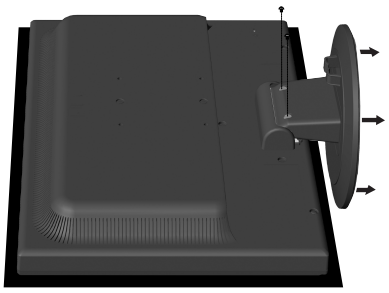

Figure R.2
3. Remove the 2 screws connecting the monitor to the stand and remove the stand as indicated (**Figure R.2**). The monitor is now ready for mounting in an alternative manner.